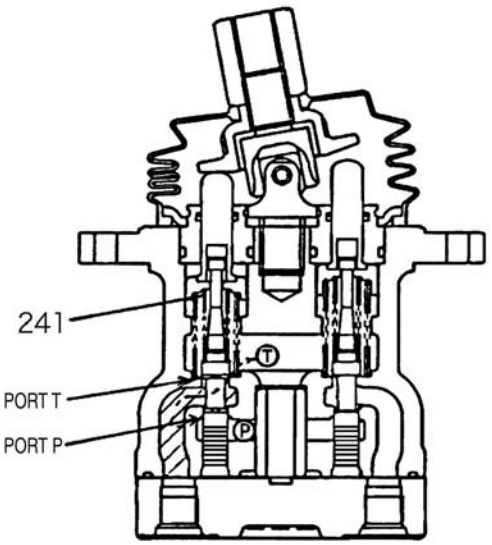

Figure 4. When the handle is held
(3) When the handle is held (see Fig. 4)